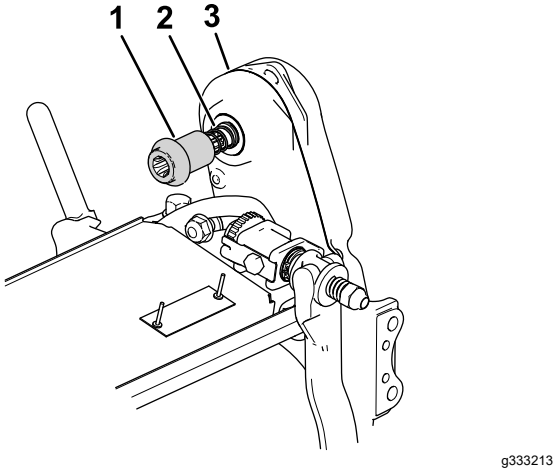

Figuur 7
4. Monteer de koppeling en de veer aan de messenkooiaandrijving van de maai-eenheid (Figuur 7).
5. Zorg ervoor dat de koppeling (Figuur 7) gemakkelijk naar voren en naar achteren kan bewegen op de aandrijfas van de transmissie.